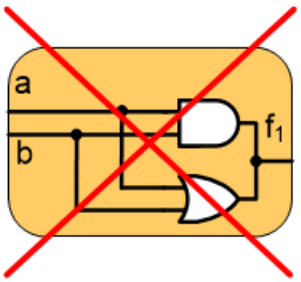

Figura 15. Captura de pantalla de un código con asignaciones múltiples y el circuito que trata de inferir
- No está permitido realizar más de una asignación sobre el mismo puerto o señal (asignaciones múltiples). Una asignación como la que se muestra a la izquierda de la Figura 15 trata de inferir un circuito que se debe implementar, ya que no se puede conectar entre sí 2 ó más salidas de puertas lógicas y otros componentes digitales